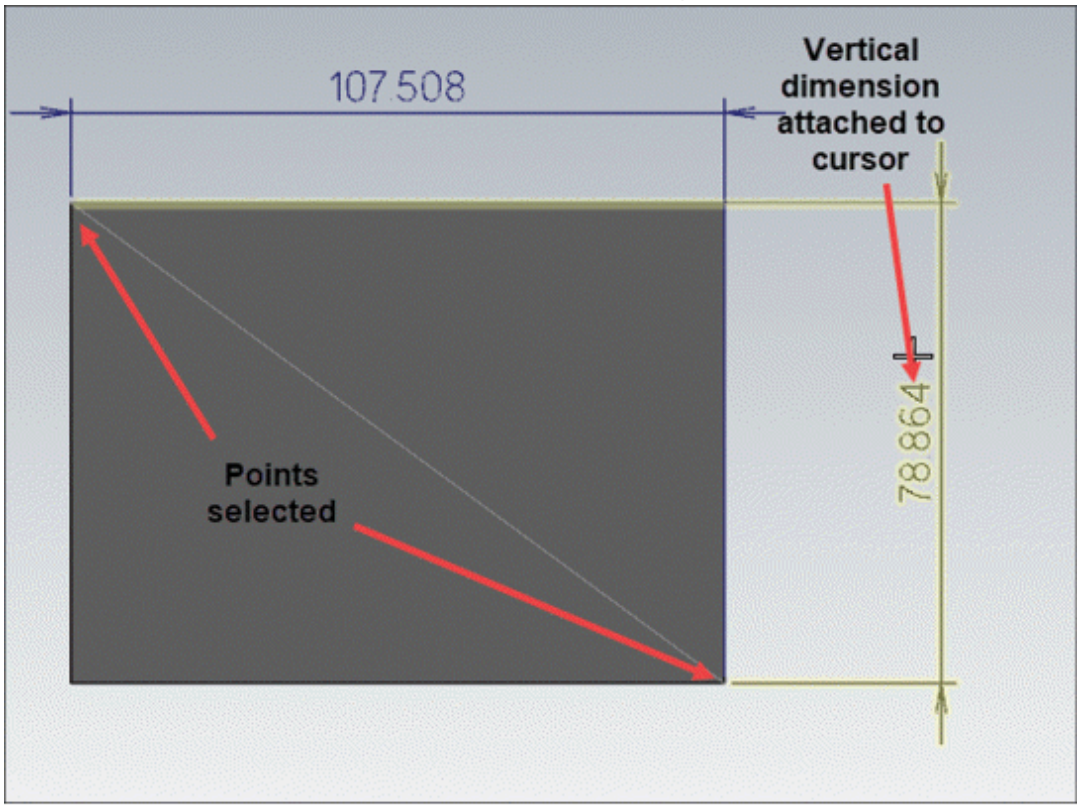

Figure-10. Creating vertical dimension
- Select desired points. The vertical dimension will get attached to cursor; refer to Figure-10.